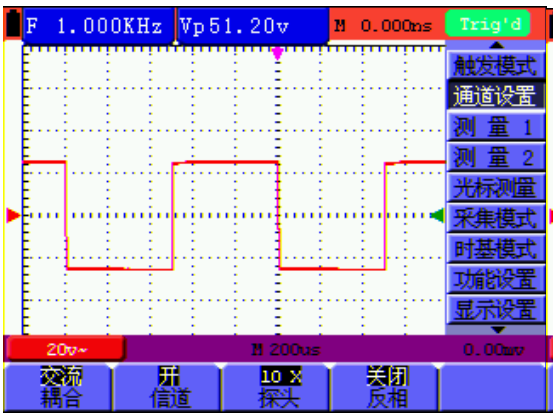

图 33：交流耦合
2. 在手动量程模式下，每按一次 **F1** 键，往上跳一档，到最高档后再按 **F1** 键则跳至最低档，依次循环。当前的量程指示可通过表针乘以倍率再乘以主读数窗口的单位获得。如图33所处的量程是 **40V** 。
当被测信号是一含有直流偏置的方波信号，按 **F1 耦合→ 交流** ，设置为交流耦合方式。被测信号含有的直流分量被阻隔。交流耦合见图 33。